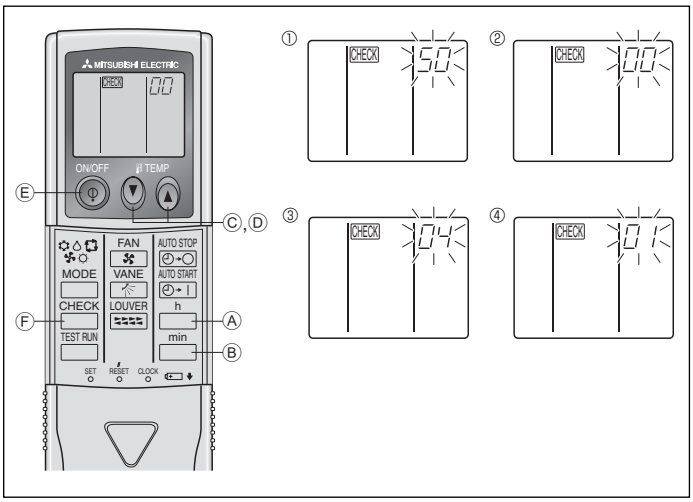

Fig. 6-10
⑧ Press the MODE button Ⓔ and mode and the setting number (Ⅰ) and (Ⅱ) will change to being on constantly and the contents of the setting can be confirmed.
⑨ Press the FILTER Ⓐ and TEST RUN Ⓑ buttons simultaneously for at least two seconds. The function selection screen will disappear momentarily and the air conditioner OFF display will appear.
2) For IR wireless remote controller (Fig. 6-10)